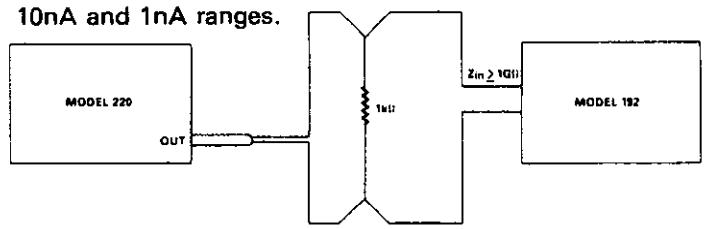

Figure 5-1. Calibration Setup
3. Remove the short from the output and connect the Model 220 and Model 192 as shown in Figure 5-1. Program the Model 220 output +.0000-3 amps. Monitor the Model 220 output on the Model 192. Invert the Model 220 output (press ± and ENTER on the Model 220) and note the change in current. Calculate the average reading when the output is changed from positive to negative and adjust R304 for the calculated value. Then adjust R392 for a reading of less than ± 100nA (100μV across 1kΩ).
4. Set up the circuit shown in Figure 5-1 and 5-3. Follow Table 5-2 to calibrate the ranges of the Model 220.